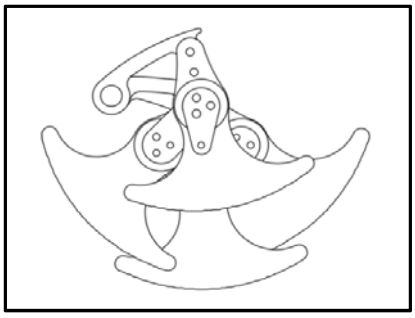

図3　脚部　外形
- ・脚機構　　：四節リンク　（90度位相、四枚1セット、4ユニット使用）（図3に外径を示す）